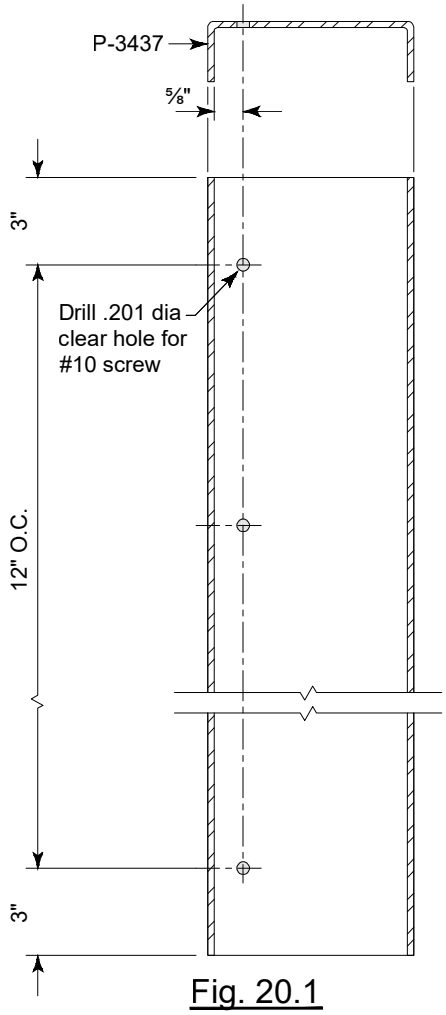

Fig. 20.1
A. If P3437 steel stiffeners are required in the door jamb mullions, pre-drill .201 dia (drill 7) clearance holes for S-206 #10 screw at 12" O.C. (3" from ends). SEE Fig. 20.1.